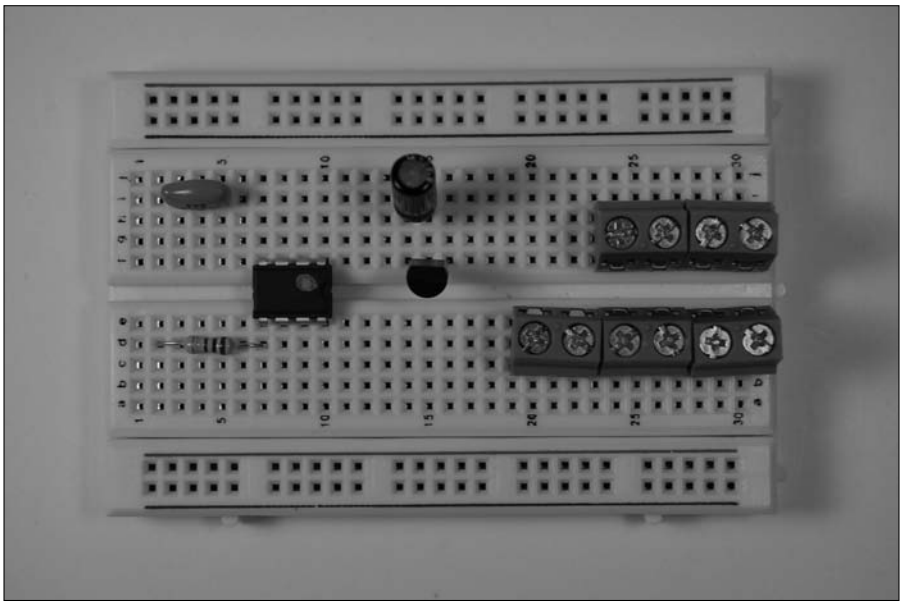

Figure 11-9: Add terminal blocks to the breadboard.
2. **Place five terminal blocks on the breadboard, as shown in Figure 11-9.**